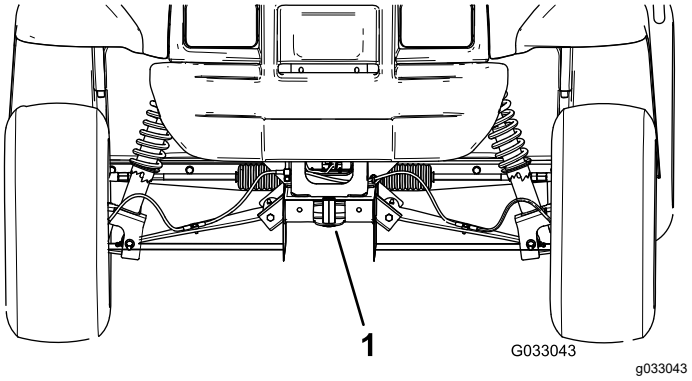

Figur 24
- Lyftpunkten framtill på maskinen sitter på ramens framsida under dragöglan (Figur 24).